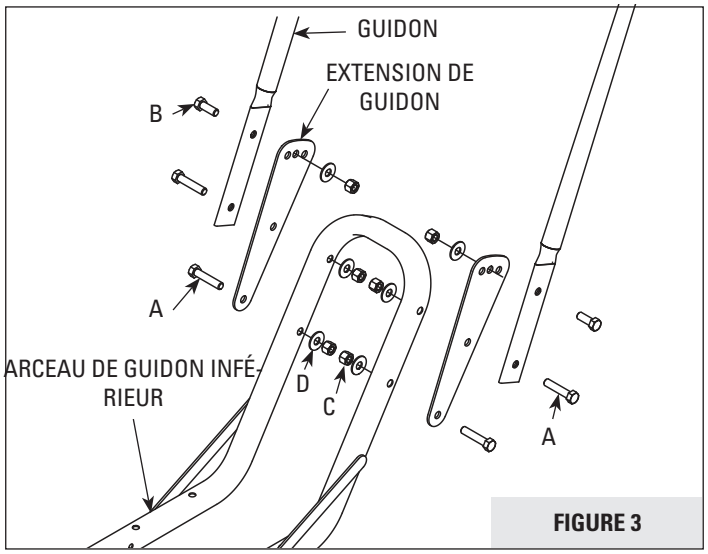

FIGURE 3
6. Trouver les extensions de guidon et les placer sur l'extérieur de l'arceau de guidon inférieur. Veiller à bien aligner les extensions de guidon sur l'arceau de guidon comme illustré sur l'autocollant apposé sur l'arceau de guidon à côté de l'emplacement de montage. **VOIR FIGURE 3.**
7. Enfiler une vis M10 x 45 mm (A) dans chacun des trous inférieurs dans le côté des extensions. Ces vis doivent passer à travers le trou du bas de l'arceau de guidon inférieur. Placer une rondelle plate M10 (D) et un écrou autobloquant M10 (C) sur l'extrémité de chaque vis et serrer à la main. **VOIR FIGURE 3.**
8. Attacher le guidon à l'*extérieur* des extensions de guidon (côté opposé à l'arceau de guidon). Enfiler une vis M10 x 45 mm (A) dans chacun des trous inférieurs du guidon et à travers le trou du *milieu* de l'extension de guidon. Placer une rondelle plate M10 (D) et un écrou autobloquant M10 (C) sur l'extrémité de chaque vis et serrer à la main. **VOIR FIGURE 3.**
9. Enfiler une vis M10 x 25 mm (B) dans chaque trou supérieur du guidon et à travers le trou du milieu de l'extension de guidon. Placer une rondelle plate M10 (D) et un écrou autobloquant M10 (C) sur l'extrémité de chaque vis et serrer à la main. **VOIR FIGURE 3.**
La hauteur du guidon peut se régler de deux façons pour offrir quatre hauteurs d'utilisation possibles. **VOIR FIGURE 3** (page précédente).